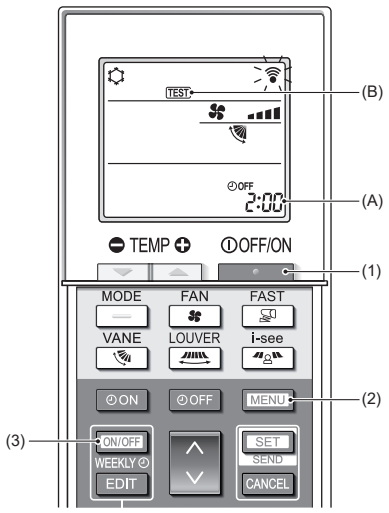

Abb. 7-5
7.2.2. Verwendung der drahtlosen Fernbedienung (Abb. 7-5)
■ **Testlauf (Abb. 7-5)**
1. Drücken Sie die Taste [ ] (1), um die Klimaanlage anzuhalten.
- Wenn der Wochen-Timer aktiviert ist (WEEKLY eingeschaltet ist), drücken Sie die Taste [ON/OFF WEEKLY] (3), um ihn zu deaktivieren (WEEKLY ist ausgeschaltet).
2. Drücken Sie die Taste [MENU] (2) 5 Sekunden lang.
3. Drücken Sie die Taste [MENU] (2).
- TEST (B) leuchtet auf und das Gerät tritt in den Testlaufmodus ein.